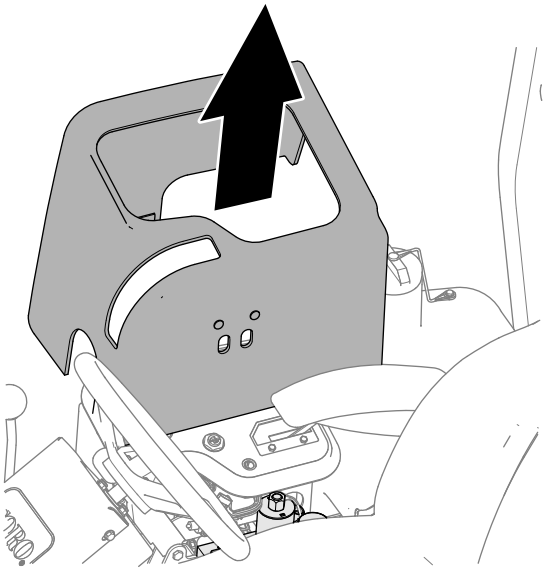

**Figur 93**
3. Lyft upp den magnetiskt monterade konsolkåpan (Figur 93) för att exponera gräsklippargrenröret.